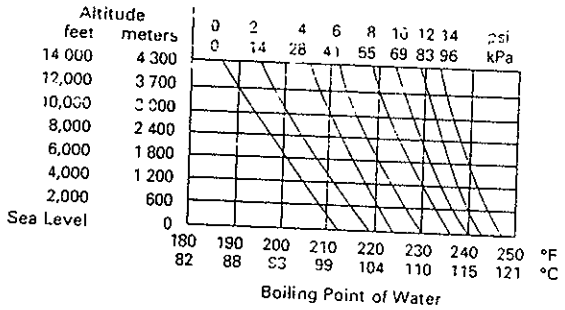

Figure 31. Cooling system pressure.
- For each 6.9 kPa (1.0 psi) of pressure, the boiling point is raised about 2°C (3°F) (see Figure 31). Elevations above 3048 m (10,000 ft) require higher rated pressure caps to avoid boiling.